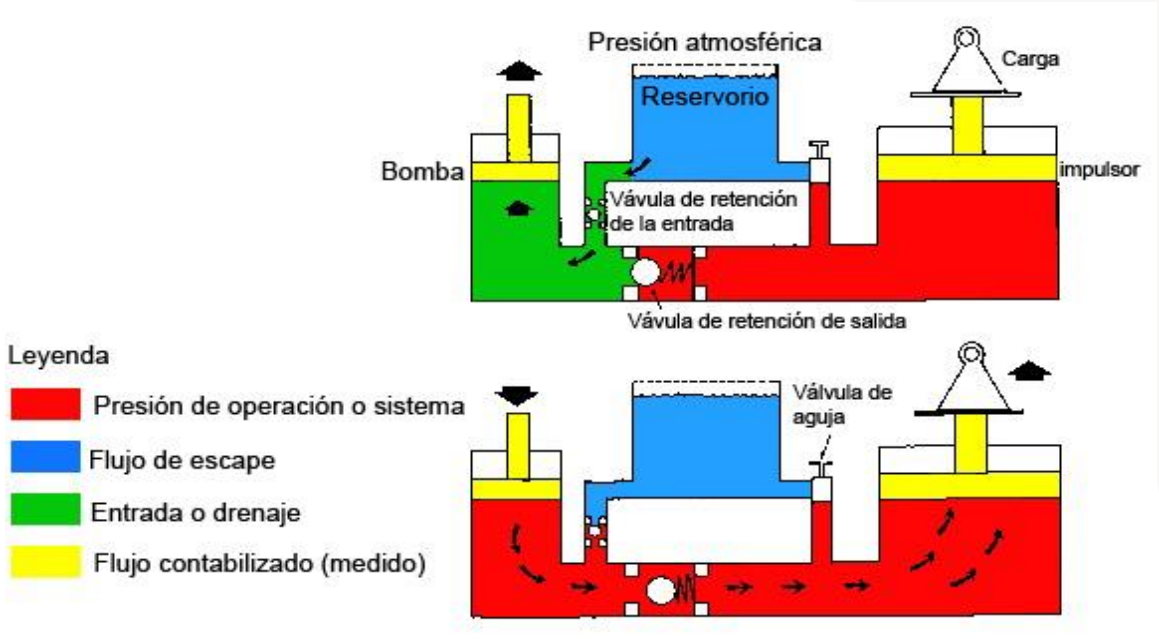

Figura 57
a. *Gato hidráulico*. En este sistema (Figura 57), un reservorio y un sistema de válvulas se han agregado a una palanca hidráulica Pascal para accionar un pequeño cilindro o bomba de manera continua y levantar un pistón grande o un accionador un poco con cada recorrido. El Diagrama A muestra un recorrido de entrada. Una válvula de verificación de salida se cierra por presión bajo una carga, y una válvula de verificación de entrada se abre para que el líquido desde el reservorio llene la cámara de bombeo. El Diagrama B muestra la bomba con un recorrido hacia abajo. Una válvula de verificación de entrada se cierra por presión y una válvula de salida se abre. Más líquido se bombea bajo un gran pistón para levantarlo. Para bajar una carga, se abre una tercera válvula (válvula de aguja), que abre un área debajo de un pistón grande hacia el reservorio. La carga entonces empuja el pistón hacia abajo y fuerza el líquido hacia el reservorio.